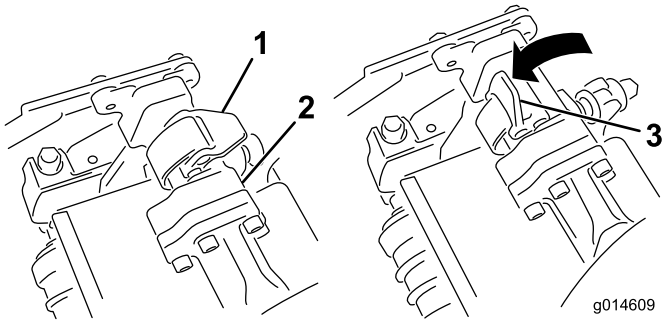
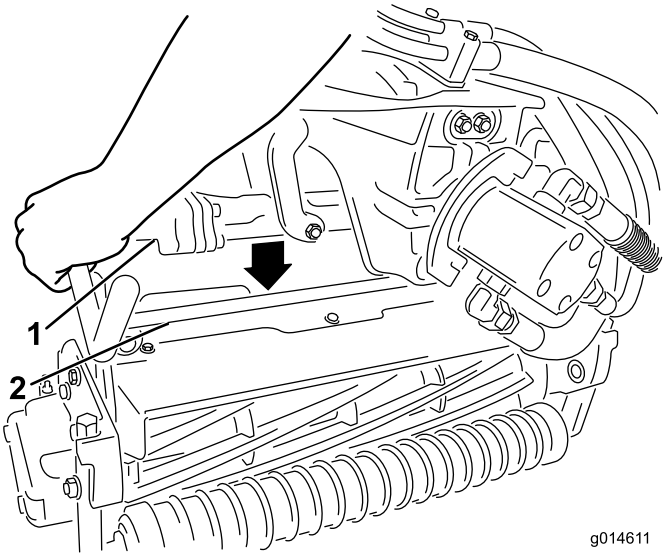

Figuur 32
Figuur 33
3. Zorg ervoor dat de vergrendelingen op de ophangarm omhoog wijzen (dus open staan) (Figuur 32), druk de ophangarm omlaag zodat de stang ervan over de stang aan de bovenkant van het maaidek valt (Figuur 33).
4. Sluit de vergrendelingen rond de stang van het maaidek en vergrendel ze (Figuur 32).
4. Open de vergrendelingen op de stang van de ophangarm van het maaidek dat u wilt verwijderen (Figuur 32).